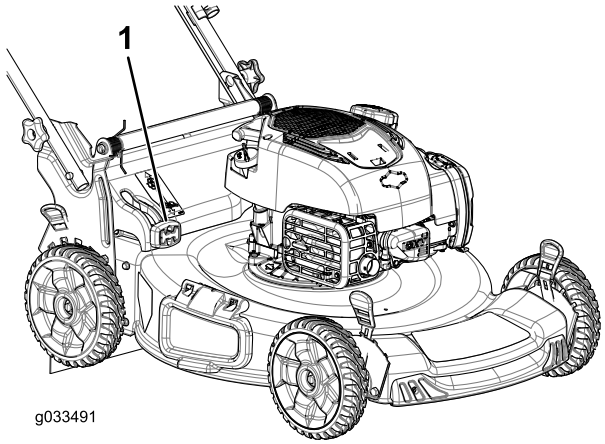

Figura 22
- Para ensacar los recortes de hierba y hojas, presione hacia dentro el botón de la palanca de ensacado a demanda y mueva la palanca hacia delante hasta que salga el botón de la palanca (Figura 22).